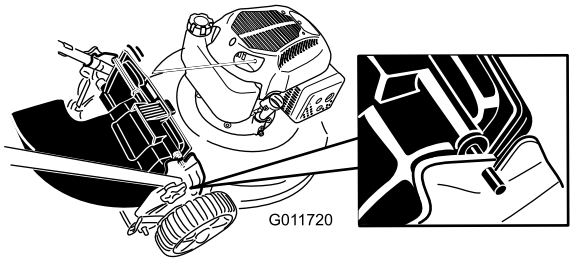

Figur 18
4. För in den bakre utkastarriktarens stång i spåren på klipparen (Figur 18).